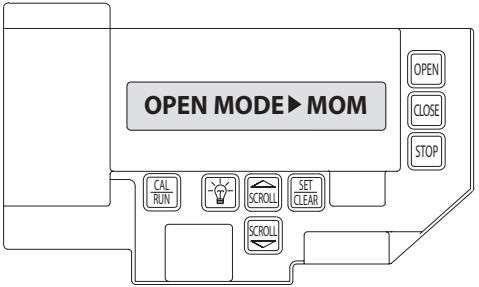

Figure 10
2) Press SCROLL until display reads "OPEN MODE>MOM" "OPEN MODE>C-STP."**Figure 10**.
2) Press SCROLL until display reads "CLOSE MODE>MOM," "CLOSE MODE>C-STP" or "CLOSE MODE>C-REV." **Figure 10**.